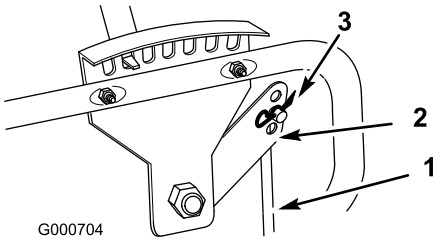

Figur 7
8. Fastgør den øverste ende af højdejusteringsstangen på højdejusteringsgrebet med en låseclips (Figur 7).